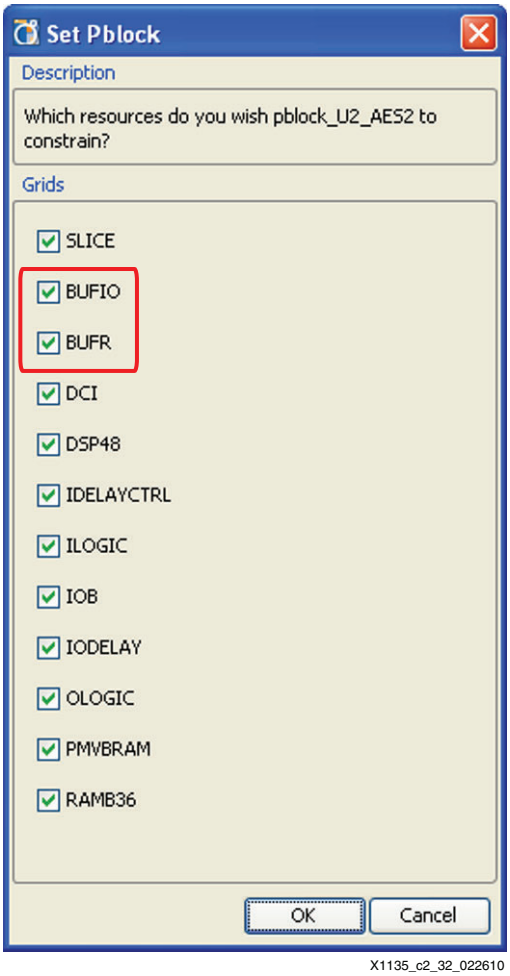

Figure 3-32: **Set Pblock**
30. A dialog box (see Figure 3-32) pops up with various attributes and associated checkboxes. All boxes must be checked, including (if listed) **DCM_ADV**, **PLL_ADV**, **BUFGCTRL**, **BUFR**, and **BUFIO**. Even though most of these blocks are not in the design, it is important to select them to take advantage of their routing resources. All used components must be included.